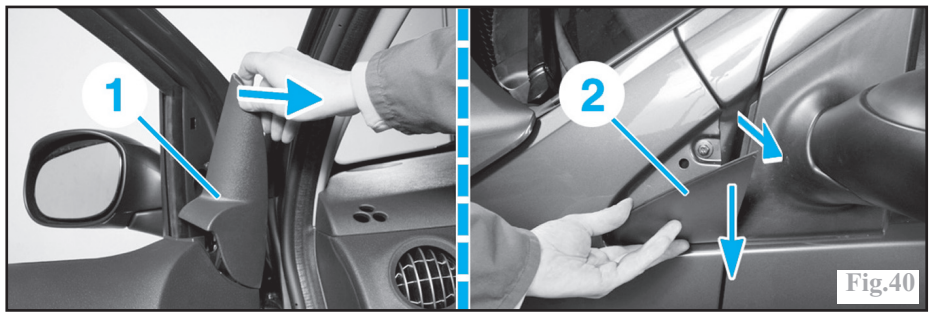

Fig.40
-les deux enjoliveurs intérieur et extérieur (1) et (2) (Fig.40).
Le rétroviseur en le déclipant à l'aide d'un outil adapté (Fig.40).